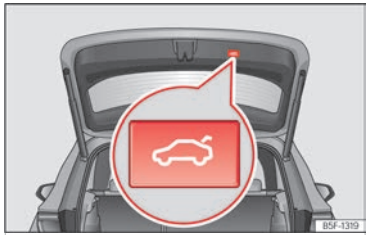

Fig. 82 Portón trasero: tecla para cerrar el portón.
- Pulse brevemente la tecla dispuesta en el portón trasero ››› **fig. 82**, ››› ⚠ **en *Introducción al tema* de la pág. 118**.
Durante todo el proceso de apertura o de cierre del portón trasero suenan unas señales acústicas. *Excepción:* cuando se abre el portón manualmente mediante el asidero o se cierra mediante la tecla dispuesta en el mismo ››› fig. 82.
- Pulse la tecla ››› fig. 82 dispuesta en el portón durante al menos 3 segundos.